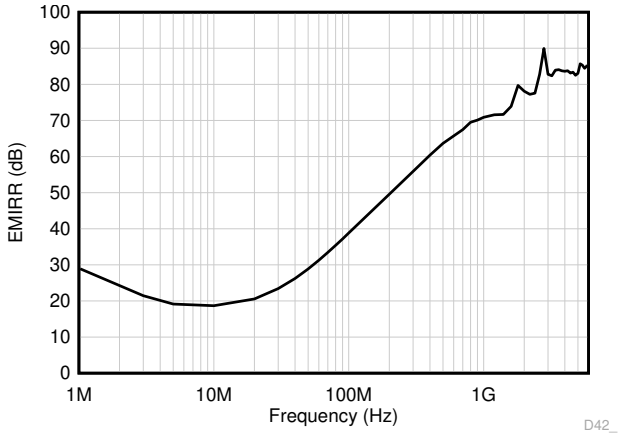

图 7-4. EMIRR 测试
TLV904x 通过集成电磁干扰 (EMI) 滤波降低无线通信设备、混合使用模拟信号链和数字元件的高密度电路板等干扰源产生的 EMI 效应。利用电路设计技术可以提高 EMI 抗扰度；TLV904x 从这些设计改进中受益。德州仪器 (TI) 已具备在 10MHz 至 6GHz 宽频谱范围内准确测量和量化运算放大器抗扰度的能力。图 7-4 展示了对 TLV904x 执